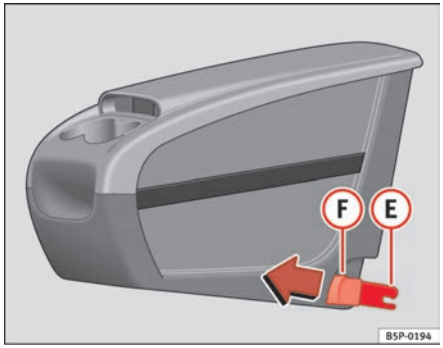
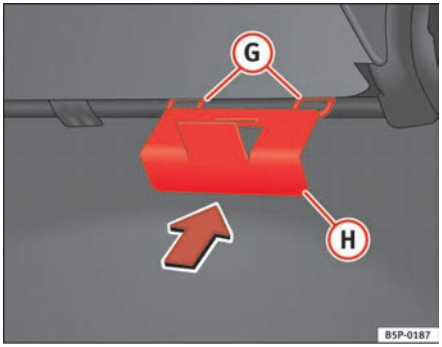

**Fig. 112 Mobile stowage compartment Installation**
**Fig. 113 Mobile stowage compartment mounting plate**
– Fit the mobile stowage compartment mounting plate (H) ⇒ fig. 113 from the inside of the vehicle, through the rear section of the seat. It should be fitted between the back rest and the seat, in the central seat area.
– Set both mounting pieces together (E) ⇒ page 143, fig. 112, with both mounting rings (G) ⇒ page 143, fig. 113 and press hard until both the clips completely connect with the rings.
– Pull each of the buttons ⇒ page 143, fig. 112 (F) on the clips (red buttons) forwards, until they snap out of place.